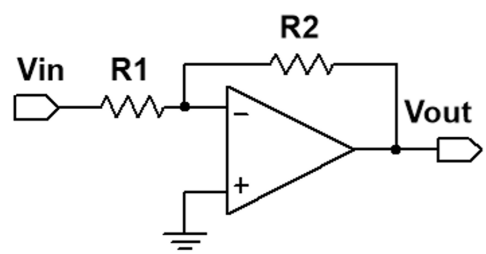

FIGURE 3. Op amp inverting amplifier.
2.6. **Op Amp Inverting Amplifiers.** Another simple op amp circuit is the inverting amplifier as shown in Fig. 3. Here the non-inverting input V_+ is tied to ground. Since the 2nd golden rule insists that $V_- = V_+$, the negative input V_- must also be at ground. As this grounding is enforced by the op amp itself rather than by any physical connection to ground, it is often called a *virtual ground*. The current flowing towards the V_- junction is then easy to calculate: $I_- = V_{\text{in}}/R_1$. Since the first golden rule asserts that no current flows into the inputs, all of this current I_- must flow out through the resistor R_2 . Remembering that the V_- end of R_2 is at virtual ground, the output of the op amp must be at $V_{\text{out}} = -R_2 I_- = -\frac{R_2}{R_1} V_{\text{in}}$. Thus, the closed loop gain of the circuit is $\frac{V_{\text{out}}}{V_{\text{in}}} = \frac{-R_2}{R_1}$, where the minus sign indicates that the output will be inverted relative to the input.